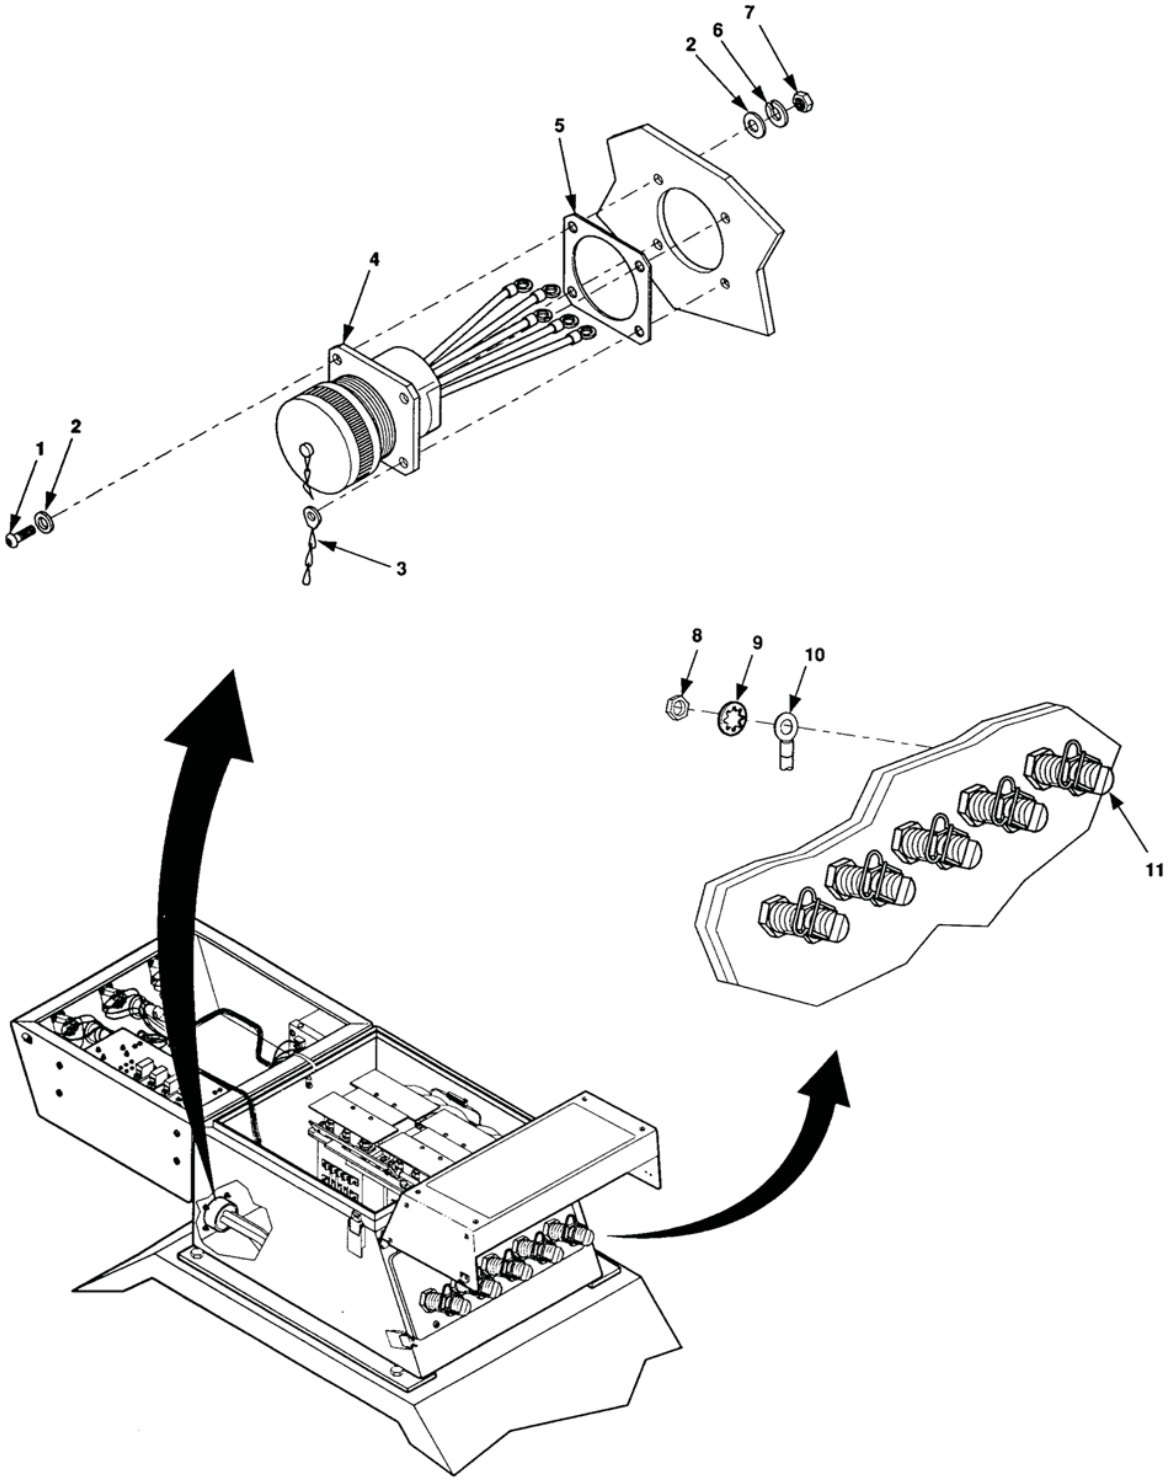

Figure 1. Output Connector Harness.
1. Remove nuts (Figure 1, Item 8), and internal tooth washers (9), from switch box load terminals (11).
Refer to WP 0059, Figure 1.